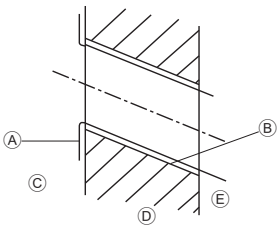

Fig. 3-3
3.2.2. Die Löcher für die Rohrleitung bohren (Fig. 3-3)